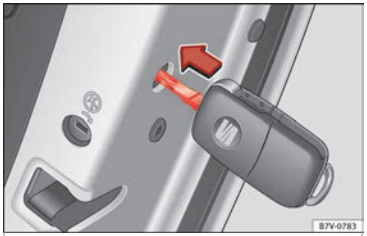

Afb. 5 Noodslot van de wagen met de autosleutel.
- Steek de sleutelbaard horizontaal in de opening en verschuif het gekleurde klepje naar voren ››› afb. 5.